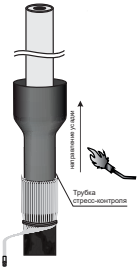

Рисунок 6
4.10 Надеть на жилу трубку стресс-контроля до упора в отогнутые проволоки медного экрана. Усадить трубку с помощью горелки, начиная с нижнего конца трубки вверх (рисунок 6).